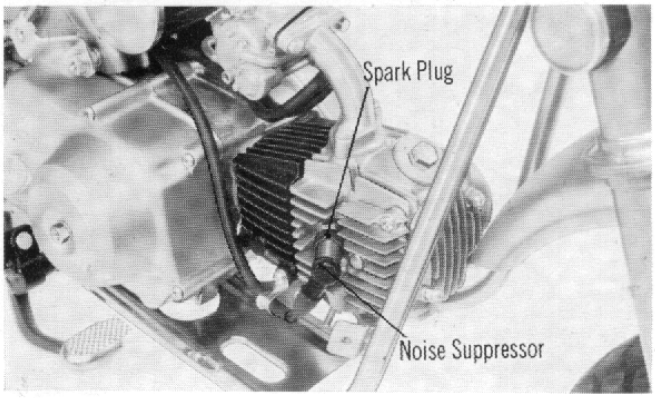

Fig. 102
(1) The most simple method is to remove the spark plug and perform the starting procedure with the spark plug grounded to the engine. When a strong spark of bluish white color is produced, it is an indication of satisfactory ignition coil and flywheel A. C. generator (Fig. 102).